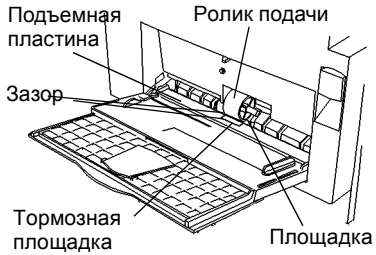
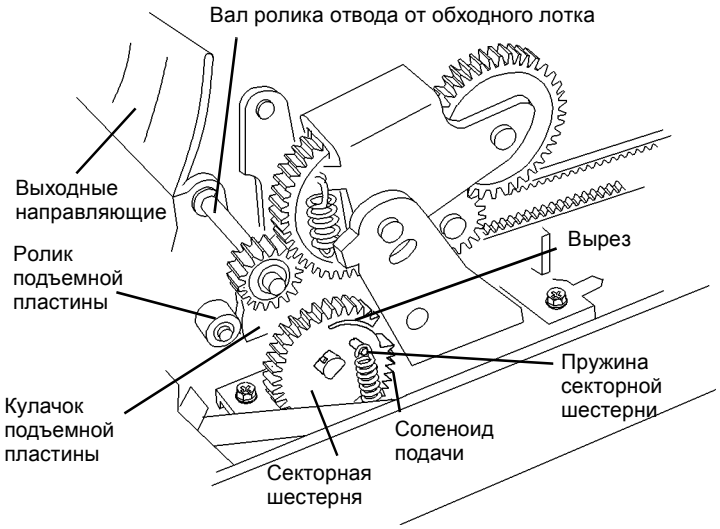

Рисунок 1 Вход в обходной лоток
Рисунок 2 Приводы обходного лотка
- Проверьте шестерню на вале ролика отвода (Рисунок 2).
- Убедитесь, что пружина тормозной площадки прижимает тормозную площадку (Рисунок 1) снизу к ролику подачи обходного лотка. Устраните неисправность (PL 6.1). Такая проблема также может приводить к отказу с кодом E1.
- Проверьте, нет ли препятствий в зоне выходных направляющих (Рисунок 2).
- Проверьте, что вал ролика подачи обходного лотка (Рисунок 1) расположен так, что ролик подачи совмещен с тормозной площадкой. Устраните неисправность (PL 7.2) (REP 8.11).
- Проверьте, что пружина прижимных роликов на дверце доступа лотка 1 прижимает прижимные ролики к роликам отвода (Рисунок 1, Рисунок 2).
Проверьте работу активатора датчика отвода от лотка 1 (Рисунок 1). Устраните неисправность (PL 4.2).